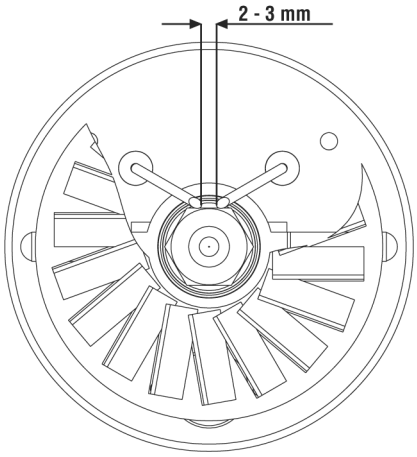

Рис. 1 Настройка положения электродов
* Разобрать форсунку и прочистить отдельные части. Очистить электроды и настроить расстояние между ними, как показано на Рис. 1.
Проверить положение электродов и расстояние между ними согласно "Рис. 1 Настройка положения электродов" на стр. 13